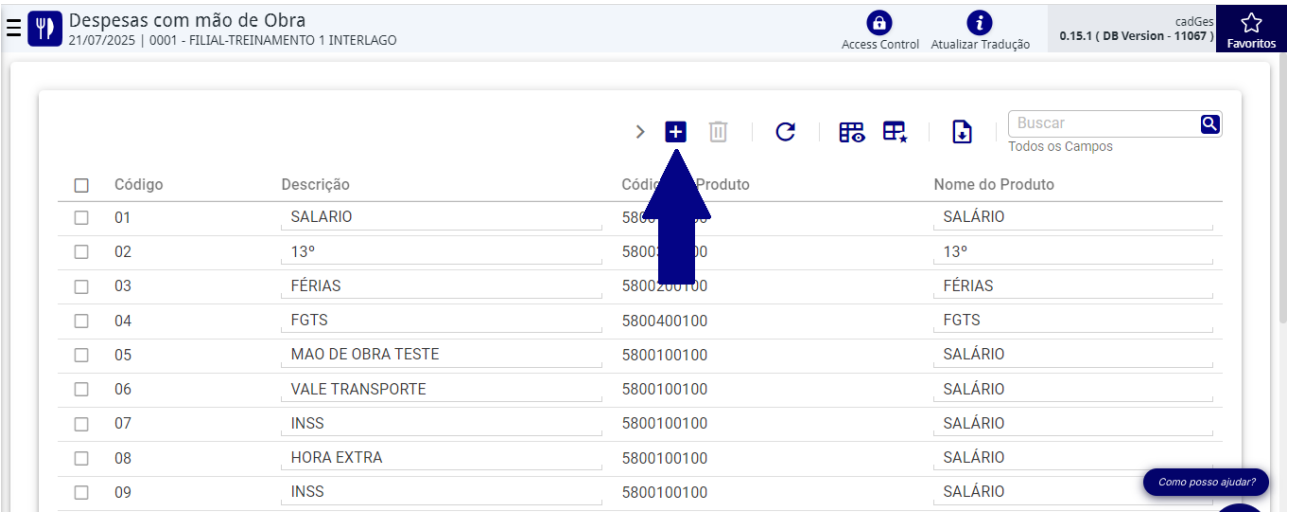

Figura 83: Adicionar
4. Clique no ícone **Adicionar** (Figura 83) para criar uma nova despesa.